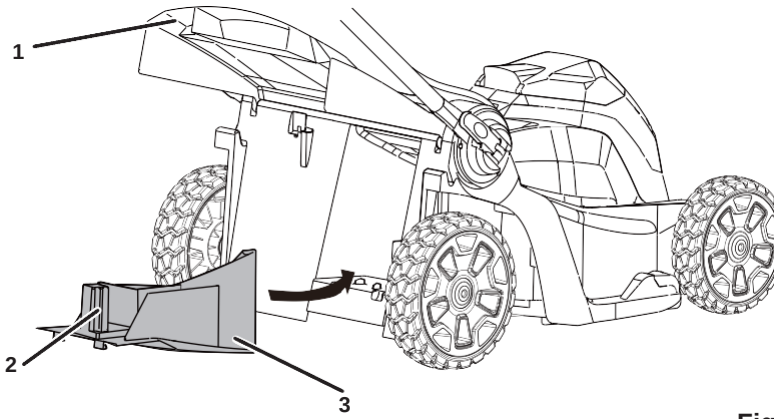

**Fig. 4**
**INSTALLING THE MULCHING PLUG** *(See Figure 4)*
- To remove the mulching plug, lift the chute cover (1).
- Grasp the handle (2) of the mulching plug and pull the mulching plug out using the handle.
- The mulching plug (3) is inserted on an angle, so it requires some force to remove it.